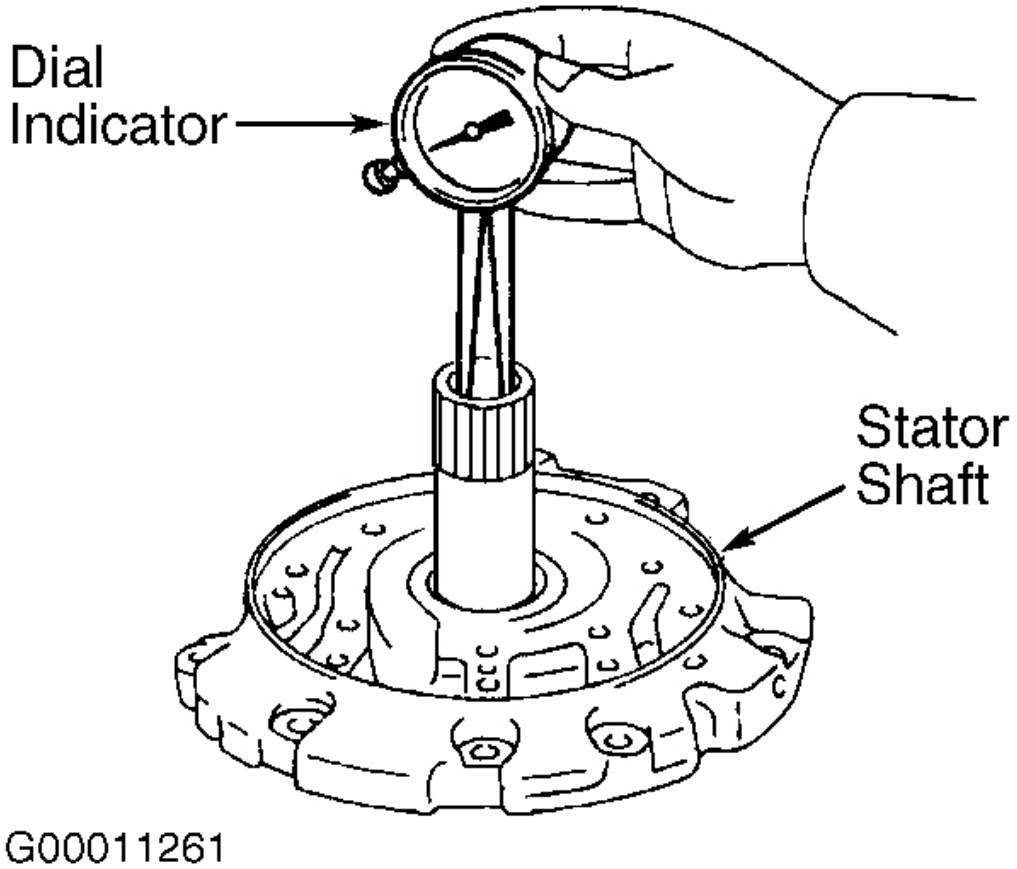

Fig. 36: Checking Stator Shaft Bushing Diameter (Multiple Clutch Hub & Underdrive Clutch Drum Bushings Are Similar)
5. Using a dial indicator, measure inside diameter of stator shaft bushing. See **Fig. 36**. Maximum inside diameter is .849" (21.57 mm). If inside diameter exceeds specification, replace stator shaft.
3. Using a dial indicator, measure inside diameter of multiple clutch hub bushing. See **Fig. 36**. Maximum inside diameter is .909" (23.09 mm). If inside diameter exceeds specification, replace multiple clutch hub.
3. Using a dial indicator, measure inside diameter of underdrive clutch drum bushing. See **Fig. 36**. Maximum inside diameter is 1.285" (32.64 mm). If inside diameter exceeds specification, replace underdrive clutch drum.